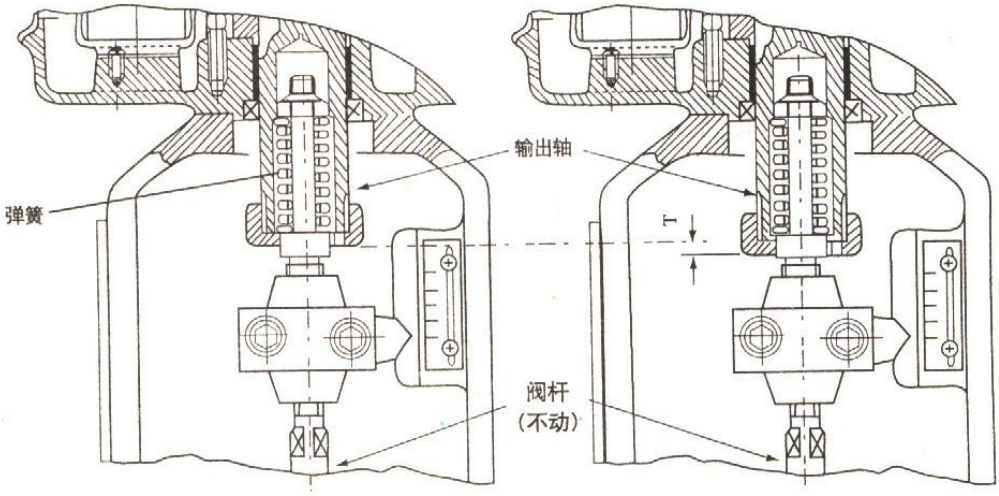

图9
•当状态开关设定为“正动作”时，（即随着输入信号的增大，输出轴向下运动），将输入信号慢慢增大，当输入信号处于 20mA 时，确认阀杆不动，即阀芯被关闭，继续将输入信号慢慢增大，使得输出轴内的弹簧被压缩，当输出轴下降约 T=1mm 时（见图 9），调整并紧固好内侧限位凸轮，使限位开关动作，输出轴停止向下运动，即设计保证 T=1mm 时，执行器达到额定输出力。
•当状态开关设定为“反动作状态”时，（即随着输入信号的减小，输出轴向下运动），将输入信号慢慢减小，当输入信号处于 4mA 时，确认阀杆不动，即阀芯被关闭，继续信号慢慢减小，使得输出轴内的弹簧被压缩，当输出轴下降约 T=1mm 时（见图 9），调整并紧固好内侧限位开关动作，输出轴停止向下运动，即设计保证 T=1mm 时，执行器达到额定输出力。